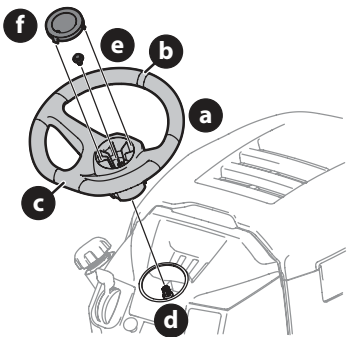

Fig. 14
1. Con las ruedas del tractor apuntando recto hacia adelante, alinee el volante (a) usando la línea central (b) de la parte delantera del volante (a) que apunta hacia adelante y la sección plana (c) del volante (a) orientada hacia el asiento, coloque el volante (a) sobre el árbol de la dirección (d) (Fig. 14).
2. Asegure el volante (a) con el perno hexagonal (e) desde debajo de la tapa del volante (f) y ajuste hasta 18-22 pies-libras (24-30 N-m) (Fig. 14).
3. Coloque la tapa del volante (f) sobre el centro del volante (a) y empuje hacia abajo hasta que haga clic al calzar en su lugar (Fig. 14).
NOTA: el perno hexagonal (e) que asegura el volante (a) tiene sellador de rosca; de modo que si se lo extrae, se recomienda reemplazar el perno hexagonal (e) o volver a aplicarle sellador de rosca (Fig. 14).